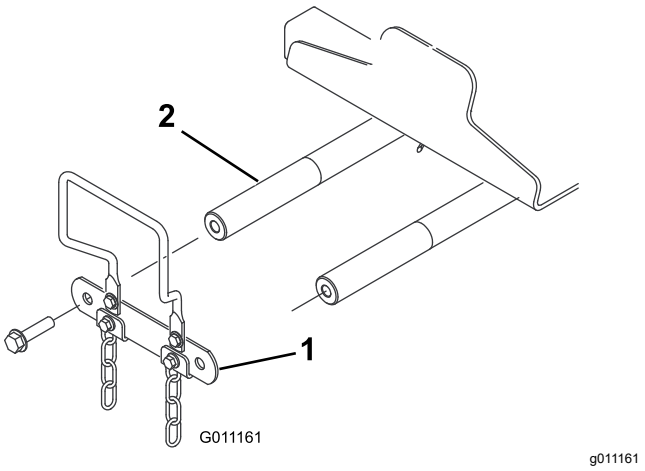

Figur 10
4. På maskinens framsida tar du bort de två flänshuvudskruvar (½ x 2 tum) som fäster den vridbara axellänken på lyftarmens svängaxlar och avlägsnar länken (Figur 10).